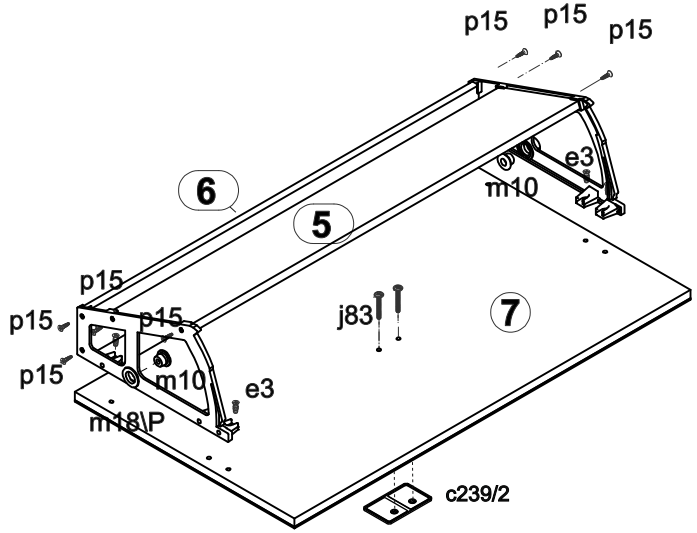

Рисунок 4
12. Положить двери **7** фасадной поверхностью вниз на ровную поверхность и закрепить на них петли откидные **m18** еврошурупами **e3,** как показано на **рис. 4.**
13. Закрепить щиты **5, 6** к петлям откидным **m18** шурупами **p15 (см.рис. 4)**.
14. На внутренней поверхности дверей **7** в отверстия **Ø5 мм** вставить винты **j83**. Снаружи совместить отверстия ручки **c239/2** с резьбой винтов и завернуть винты **j83**, удерживая ручку **(см. рис. 4).**
- вставить шайбы петли откидной **m10** в шайбы **m11** через отверстия в петлях откидных **m18 (см.рис. 4, 6);**